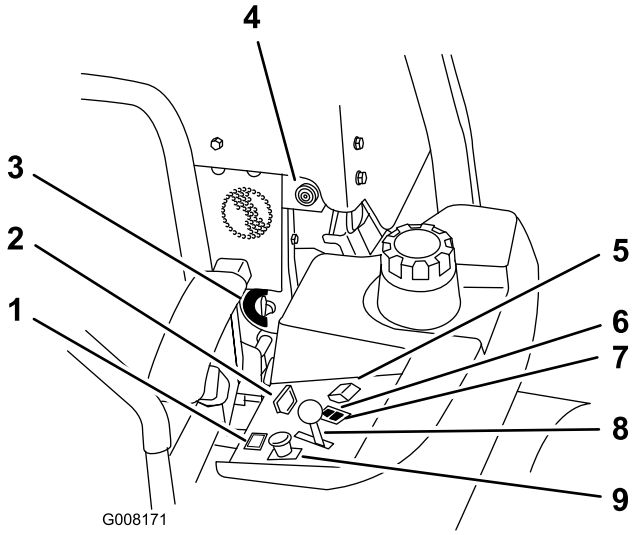

Figura 11
4. Mueva el mando de la toma de fuerza (PTO) a la posición Desengranada (Figura 11).